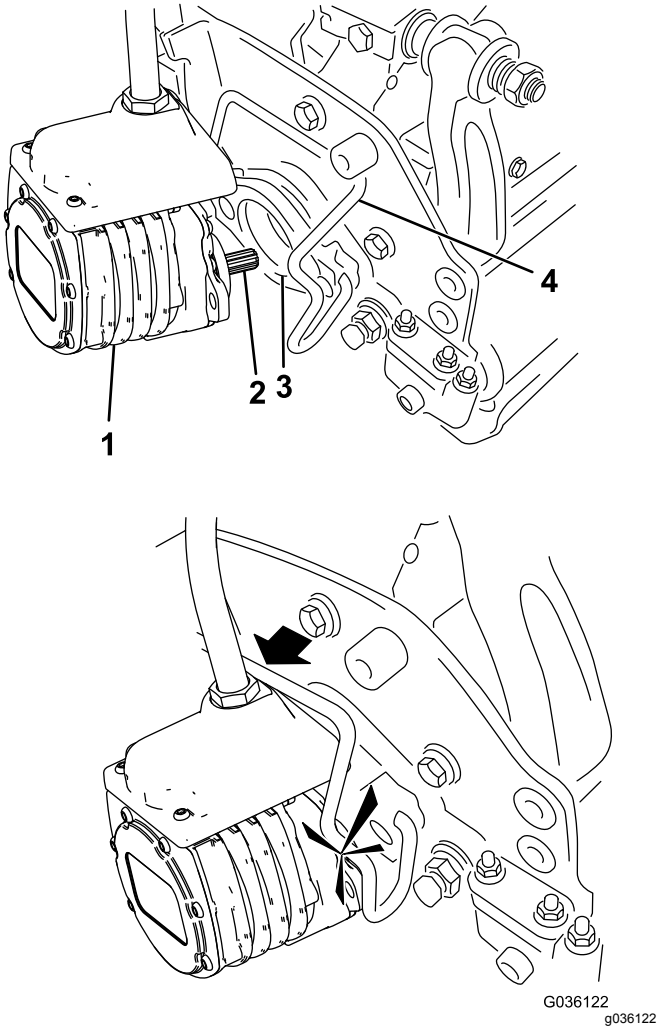

Figur 33
6. Dekk kileakselen i klippeenhetsmotoren med rent smørefett (Figur 33).
7. Sett motoren inn på klippeenhetens venstre side (fra brukerens synspunkt), og dra motorholdebøylen på klippeenheten mot motoren til du hører et "klikk" på begge sider (Figur 33).